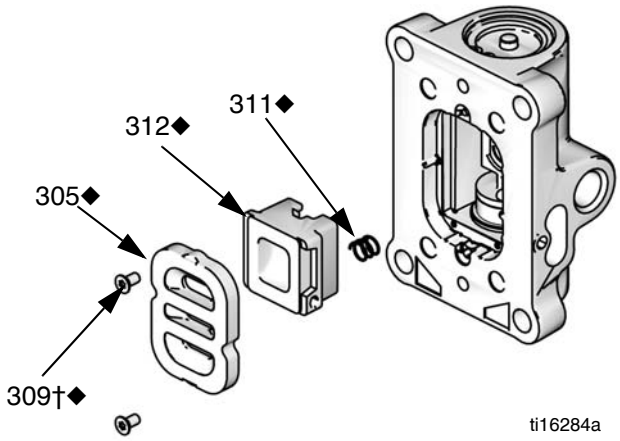

Рис. 8. Снятие клапанной пластины
2. См. Рис. 8. Раскрутите и извлеките два винта (309†◆) с помощью шестигранного ключа размером 2 мм (5/64 дюйма). Снимите пластину (305◆), колпачок (312◆) и пружину (311◆) клапана.